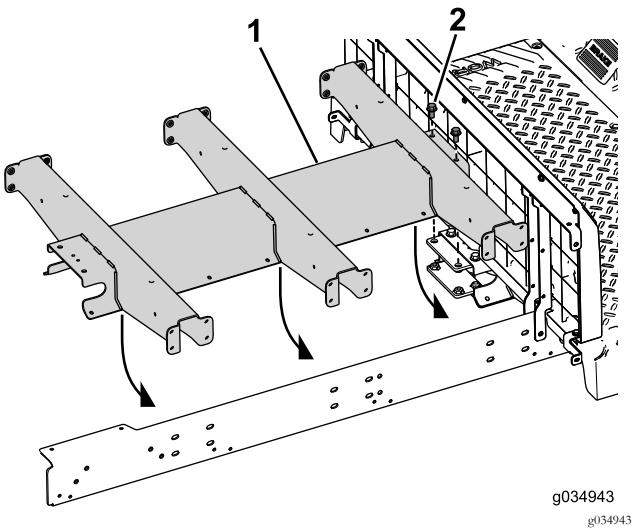

Figura 72
4. Insira os dois parafusos (3/8" x 3¾") e as anilhas através do canal central e da montagem traseira (Figura 72).